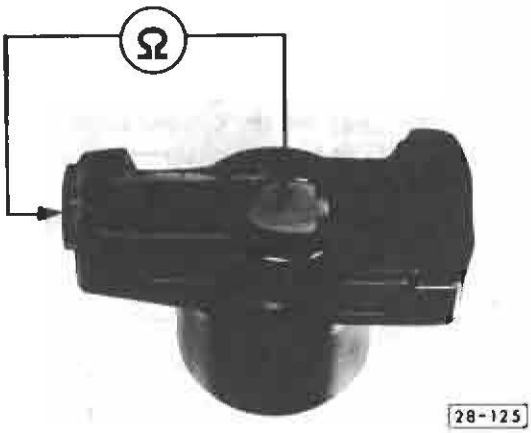
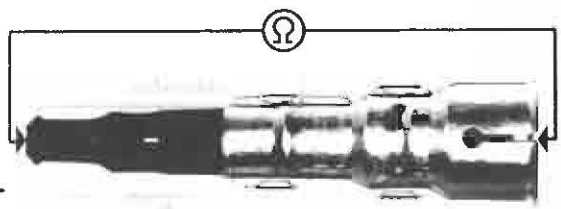
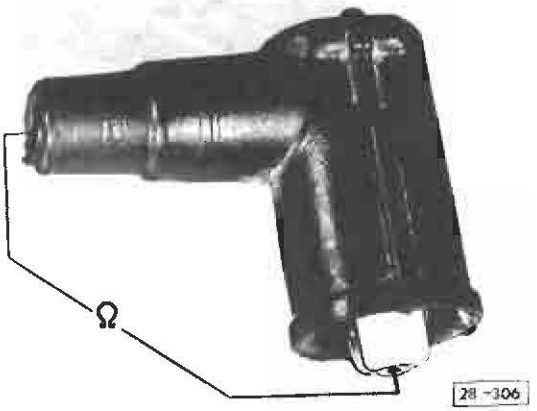

Fig. 1 Rotor arm: 1000 ± 400 ohms
Fig. 2 Spark plug connectors:
Fig. 3 Suppressor: 1000 ± 400 ohms
③ Spark plugs, spark plug connectors, ignition cables, distributor cap, rotor arm defective
• specs: see Fig. 1, Fig. 2 and Fig. 3